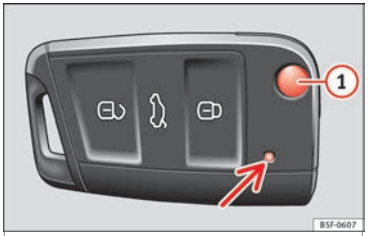
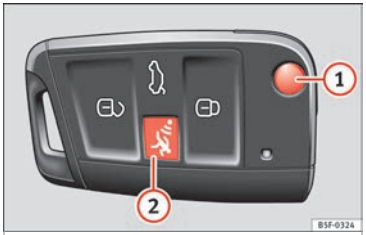

Fig. 131 Llave del vehículo.
Fig. 132 Llave del vehículo con botón de alarma.
Cuando se pulsa brevemente un botón en la llave del vehículo, el testigo de control parpadea **››› fig. 131** (flecha) una vez brevemente, pero si se pulsa durante un tiempo prolongado, parpadeará varias veces, por ejemplo, en la apertura de confort.
Presionando la tecla (1) **››› fig. 131** o **››› fig. 132** se desbloquea y despliega el espadín.
- **Si se pulsan los botones de la llave del vehículo ››› fig. 131 o ››› fig. 132 o uno de los botones del cierre centralizado ››› pág. 124 repetidamente en el transcurso de un breve período, el cierre centralizado se desconecta brevemente como protección contra la sobrecarga. El vehículo está entonces desbloqueado. Bloquéelo en caso necesario.**